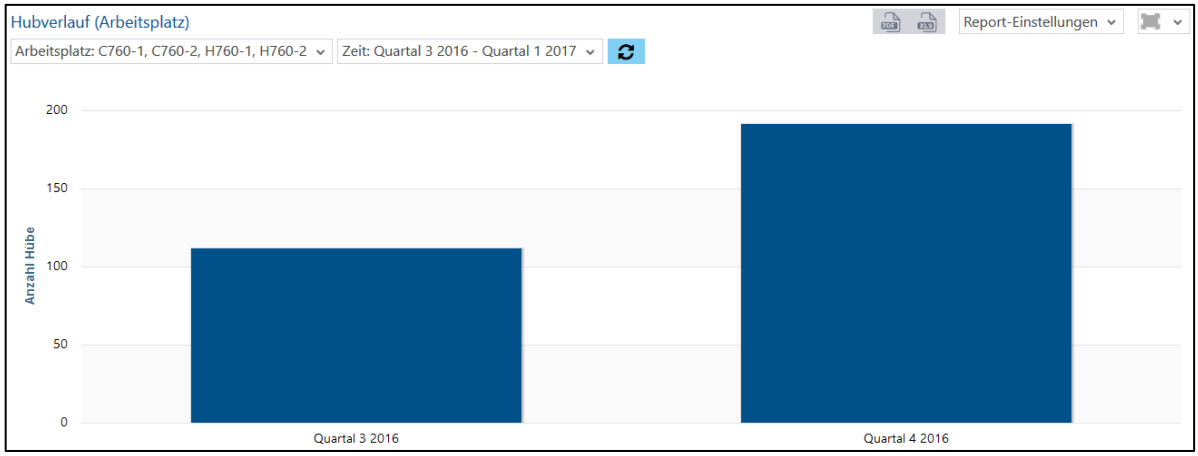

**Bild 96: Hubverlauf (Arbeitsplatz) als Säulendiagramm**
- Hubverlauf (Arbeitsplatz) als Säulendiagramm (Bild 96):